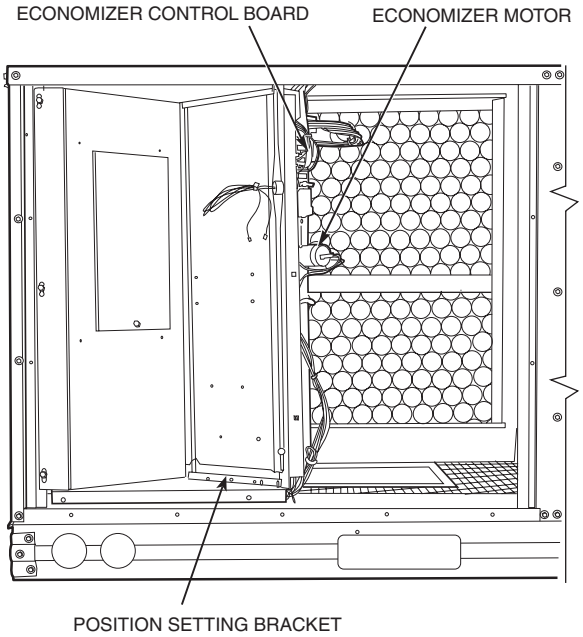

**Fig. 21 — Horizontal Durablade Economizer Installation (90 Degree Rotation)**
a. Rotate the economizer 90 degrees until the economizer motor faces the condenser section (see Fig. 21).
3. Replace the filter access panel. See Fig. 21. Ensure the filter access panel slides along the tracks and is securely engaged.